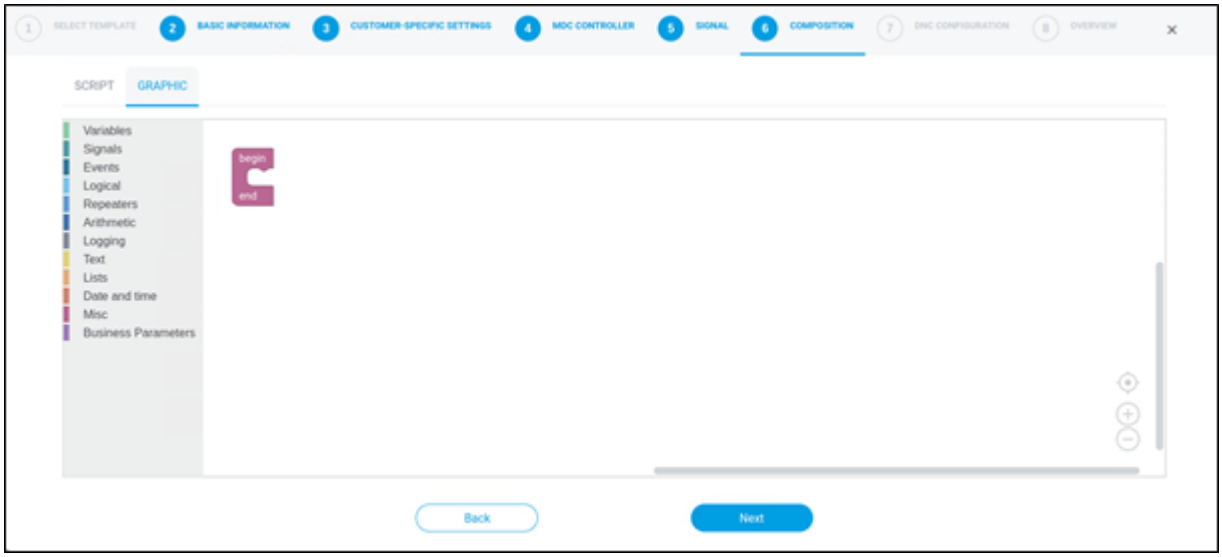
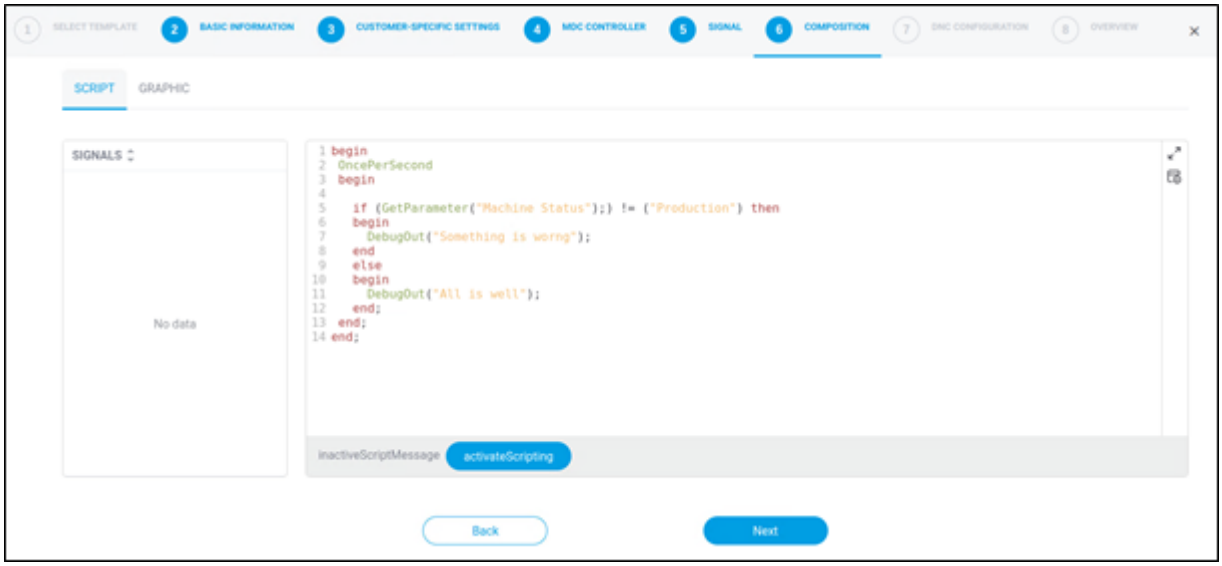

Bild 25: Asset hinzufügen – GRAPHIC
Bild 26: Asset hinzufügen - SCRIPT
6.3.6 ⑥ Composition
In diesem Schritt werden die erfassten Signale interpretiert, woraus logische Schlussfolgerungen bezüglich des Verhaltens des Assets gewonnen werden können. Daraus resultieren beispielsweise Messwerte, Informationen für die Wartung und unterschiedliche Produktionsstatus. Hier in Schritt ⑥ **Composition** werden Bedingungen für die Interpretation von Signalen definiert. Bedingungen können auf zwei Arten erfasst werden: Zum einen wird unter **SCRIPT** der Text-basierte Code angezeigt und bearbeitet (siehe Bild 26), zum anderen unter **GRAPHIC** die grafischen Blöcke (siehe Bild 25). Das sind Programmier-Bausteine, die ähnlich wie Puzzleteile zusammengesetzt werden können. Vorteil des Baukastensystems ist, dass auch Einsteiger ohne Programmiererfahrung Befehle erstellen können. Im linken Bereich der Maske werden alle Funktionskategorien farblich sortiert aufgelistet. Per Drag-and-drop können die gewünschten Blöcke nach rechts in den Arbeitsbereich gezogen und in die richtige Reihenfolge gebracht werden. Hier wird die tatsächliche Asset-Logik definiert.